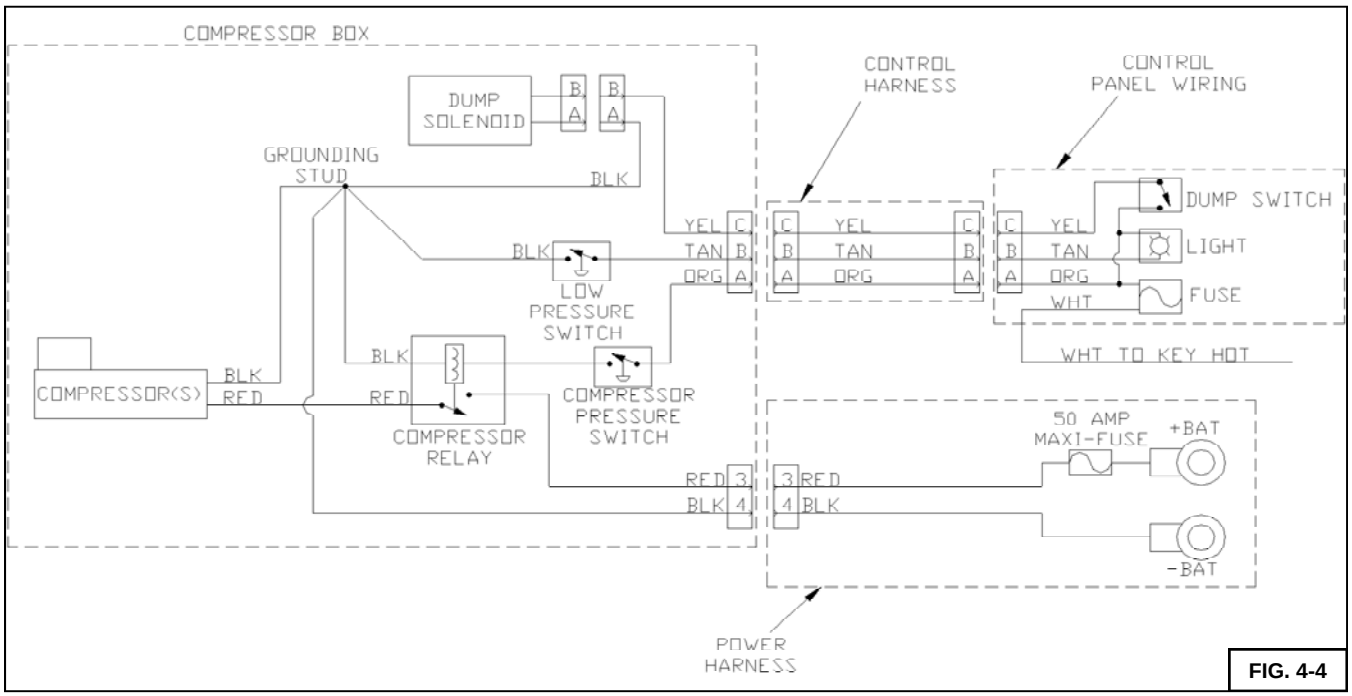

FIG. 4-4
The included wiring harnesses for the UltraRide® Air Kit uses heavy gage wiring and industry standard, sealed connectors, allowing great flexibility in routing and placement options. The use of industry standard connectors allows these harnesses to be customized to fit your application by modifying the length of the harnesses or even making your own harnesses. See the electrical schematic in Fig. 4-4 for harness specifications and details to customize your own harness.
1. A 2A fuse, low pressure warning indicator light, and dump switch must be installed to complete the control harness circuit. See fig. 4-4 for details on how to wire these items and connector information to connect to the control harness. **Note: the use of a low pressure warning device (such as a warning light), is REQUIRED** and should be included in any custom control interface design. Failure to do so may result in damages not covered by warranty.
The electrical schematic in fig 4-4 should be used to troubleshoot or as a design guide when opting not to use the optional 800M1074 control panel to use your own custom fuses, switches, and warning light.